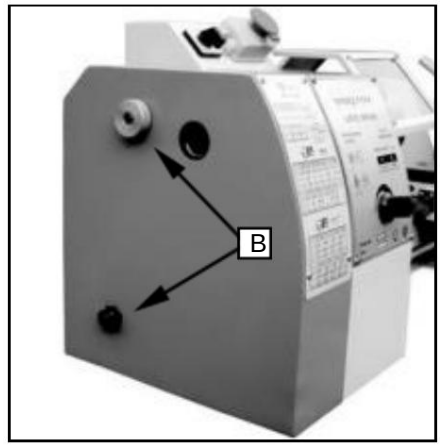

Abb. 15
1. Die beiden Befestigungsschrauben (B, Abb.15) lösen und Entfernen Sie die Schutzabdeckung.